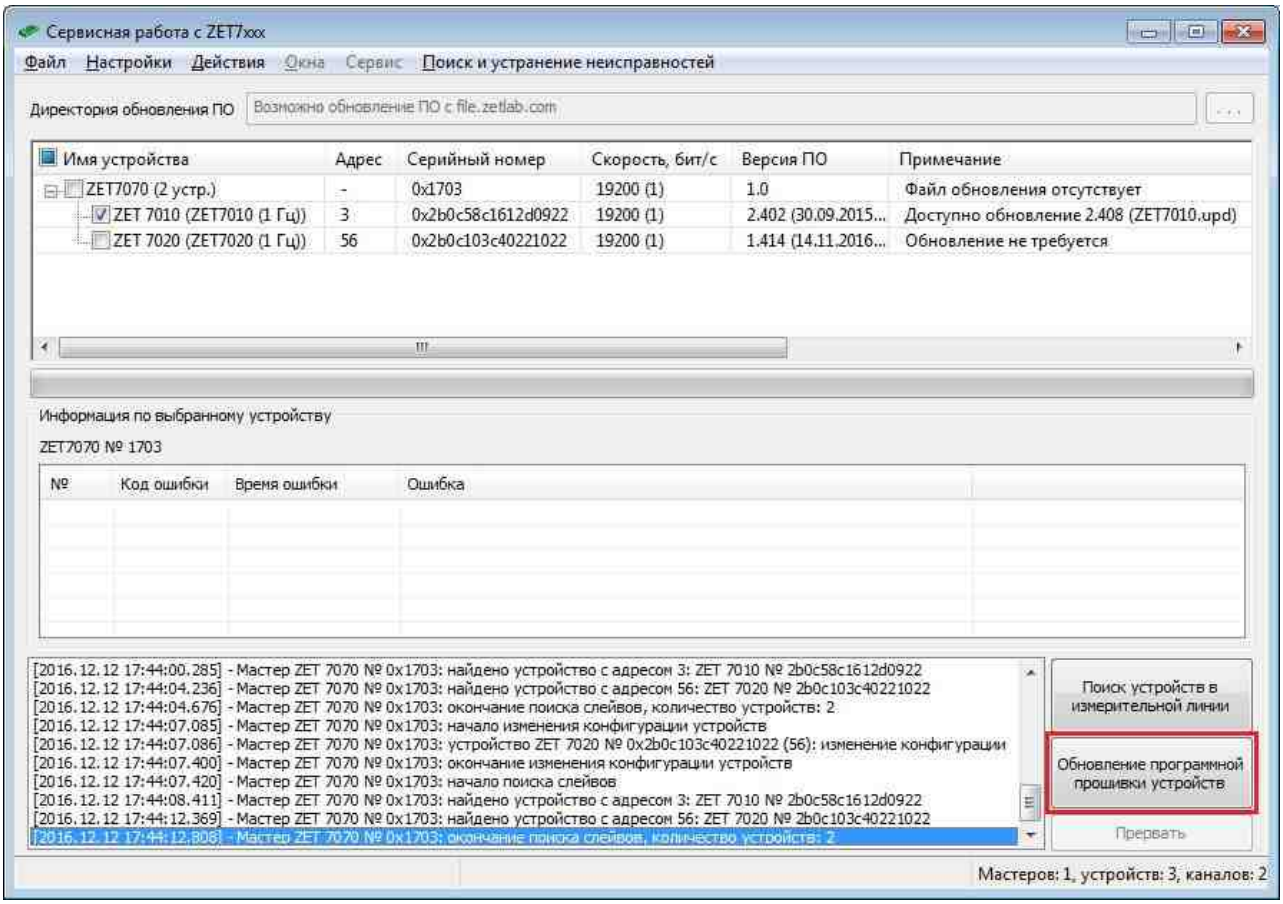

Рис.6.4 Кнопка «Обновление программной прошивки устройств»
4. После чего активировать кнопку «Обновление программной прошивки устройств» (*Рис.6.4*).